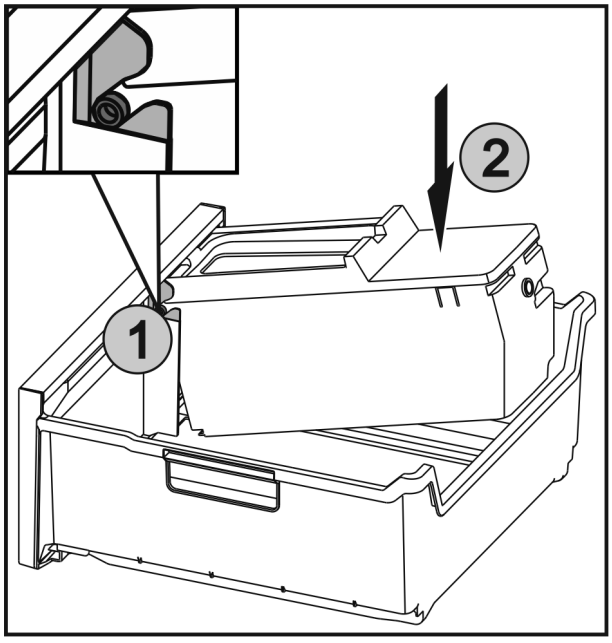

Fig. 40
▶ Insert the axles *Fig. 40 (1)* on the EasyTwist-Ice in the guides and push the rear side *Fig. 40 (2)* until the lug engages.